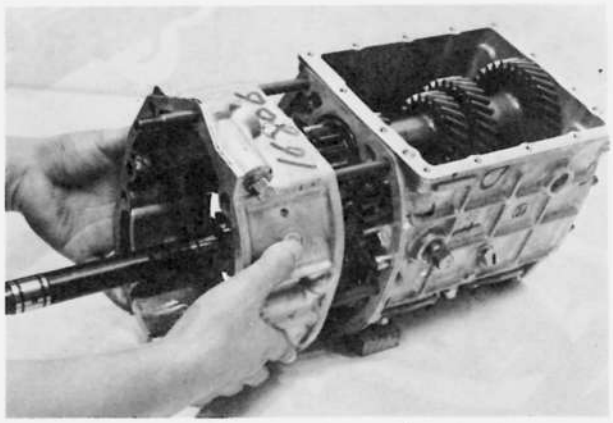

Fig. 7A–17 Removing intermediate housing
15. Remove the intermediate housing attaching bolt shown in Fig. 7A–16, and remove the intermediate housing from the transmission case.